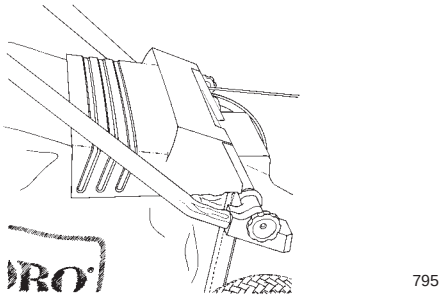

Bild 14
3. Lassen Sie die Auswurfklappe gegen die Oberseite des Fangkorbes schließen (Bild 14).